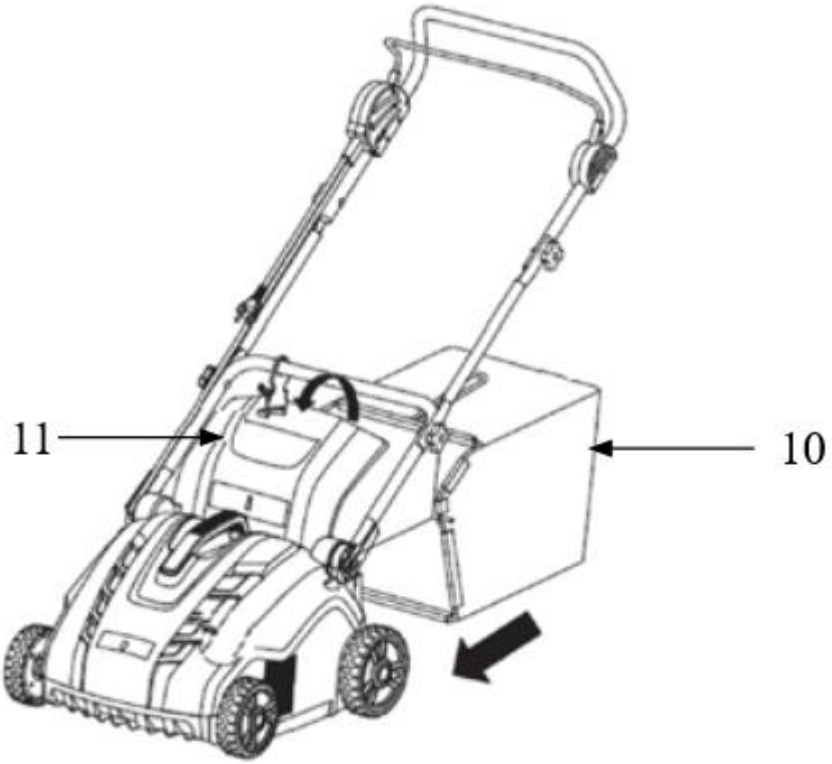

Rys. 7
a. Podnieś osłonę odbojową (Rys. 7, poz. 11).
c. Załóż zmontowany kosz (Rys. 7, poz. 10) na punkty mocujące w tylnej części obudowy tak jak to pokazano na Rys. 7.